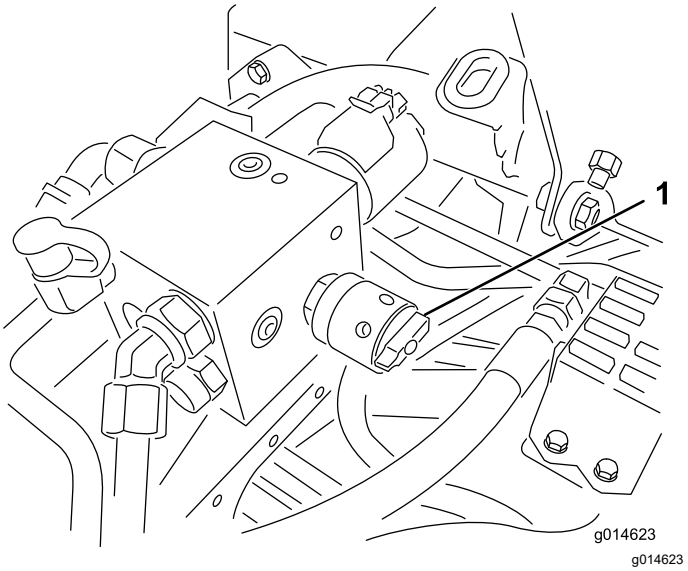

Figur 53
6. Vrid cylinderhastighetsreglaget till inställningen 1 (Figur 53).
4. Justera cylinderhastigheten genom att vrida ratten (Figur 53) tills indikatorpilarna är i linje med det värde du ställde in i steg 3.